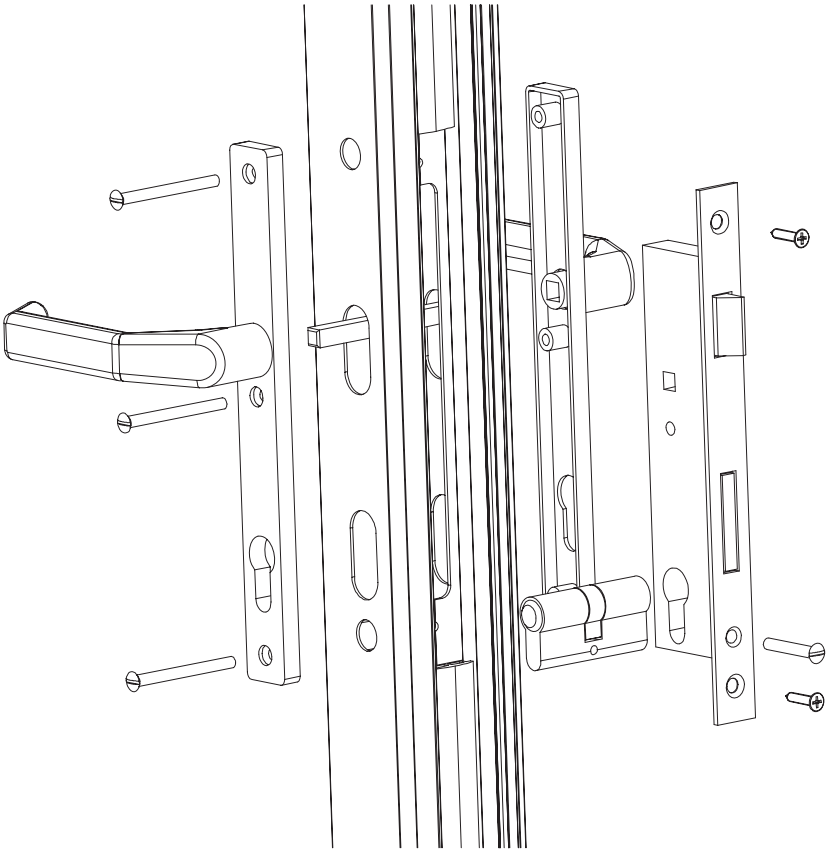

**Рисунок 6**
**4.6** На полотно устанавливается комплект врезного замка с цилиндровым механизмом и защелкой, комплект ручек с накладками (рисунок 6).